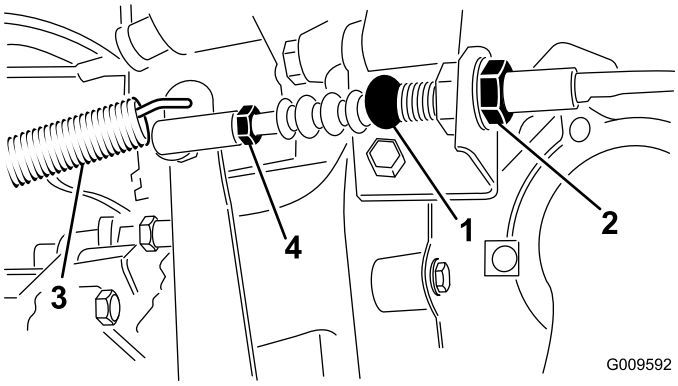

**Figur 69**
1. Løsn de kontramøtrikker, der fastgør koblingskablet til konsollen på klokkehuset (Figur 69).